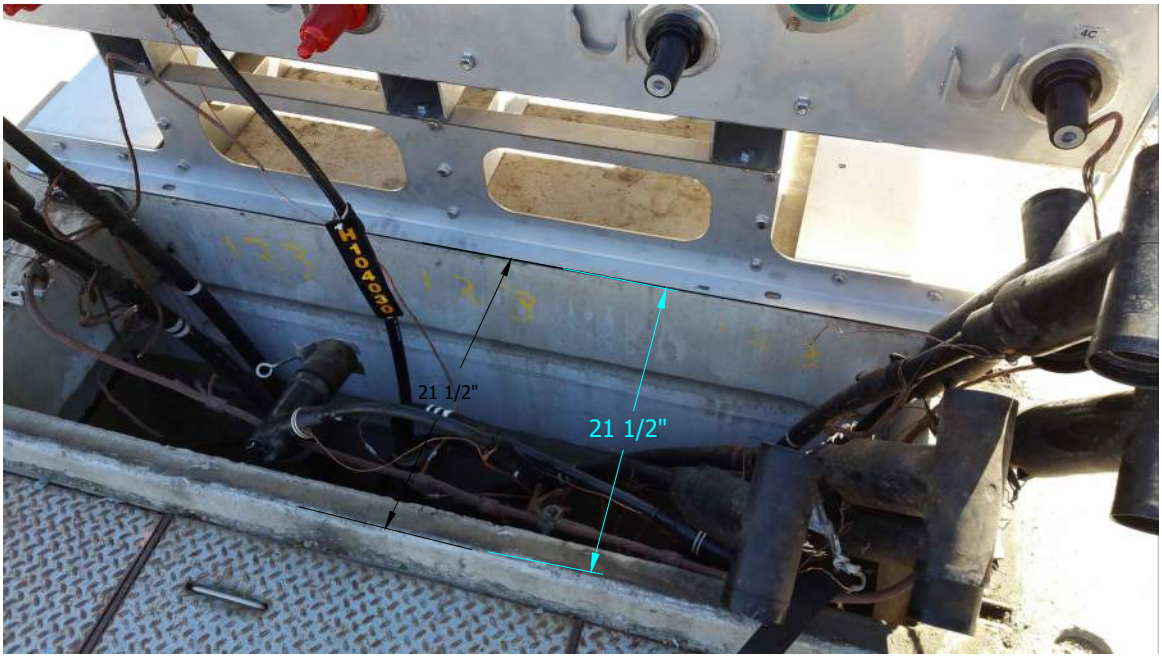

FIGURE 40 (D)
(D) MOTOR OPERATOR LINKAGE REQUIRES 20 INCHES OF SPACE IN THE OPEN POSITION TO NOT IMPACT THE PADMOUNT ENCLOSURE DOORS. LEAVE 21 1/2 INCHES FROM THE FACE OF THE SWITCH TO THE PADMOUNT ENCLOSURE DOORS. SEE FIGURE 40.